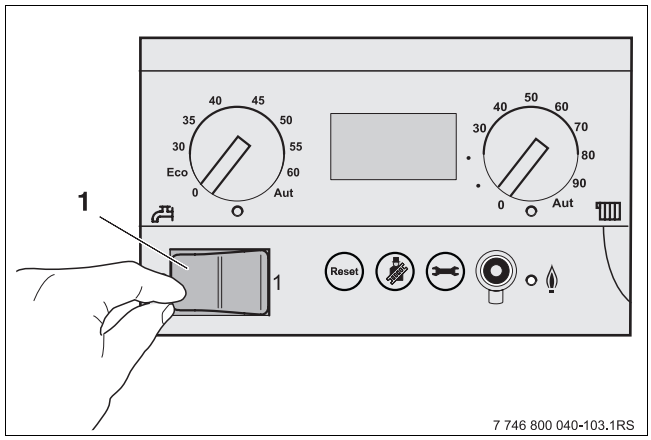
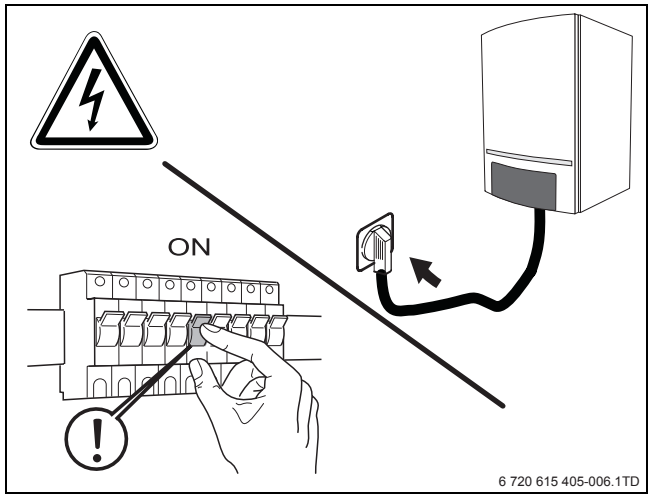

Bild 13 Heizkessel ausschalten
Bild 19 Netz wieder herstellen
- Das Gerät in Betrieb setzen, indem man den Netzschalter (→ Bild 19) und Betriebsschalter in Position "1" (ON) setzt setzt (→ Bild 13, [1], Seite 15).